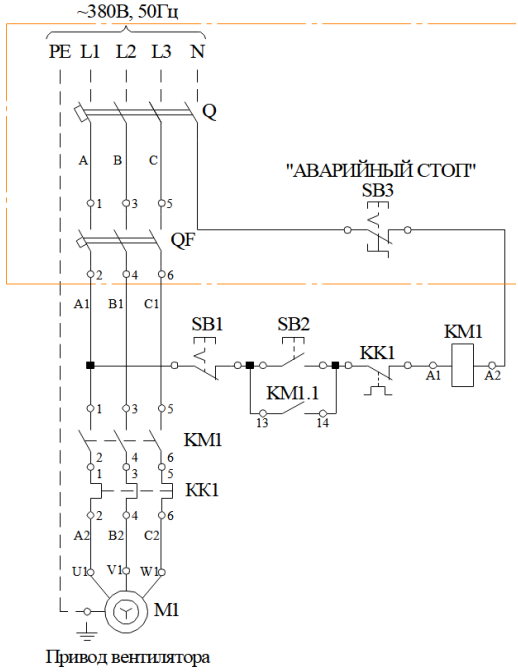

Рис. 6
5.9 Подключение Установки к источнику питания осуществляется по схеме рис. 6.
6.2.8 Выполнить подключение (рис.6) при этом: